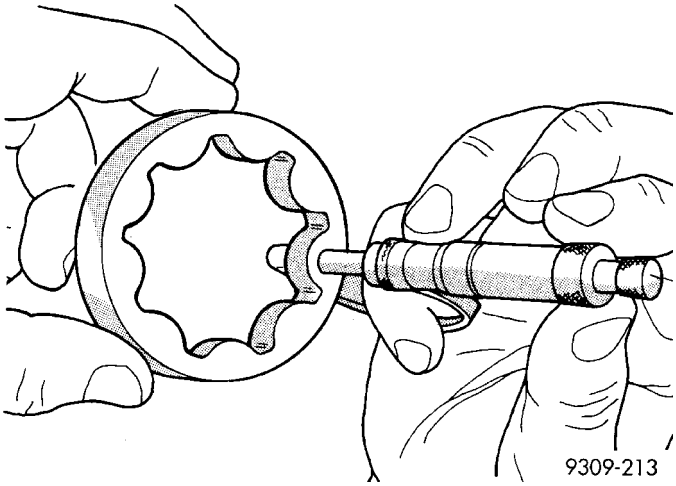

Fig. 100 Measuring Outer Rotor Thickness
(3) Measure thickness and diameter of outer rotor. If outer rotor thickness measures 9.40 mm (0.370 in.) or less (Fig. 100), or if the diameter is 79.95 mm (3.148 in.) or less, replace outer rotor.